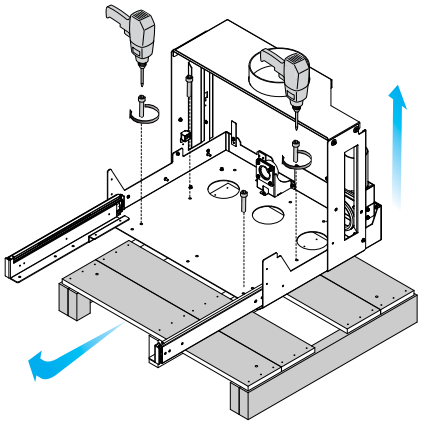

fig. 6.1.7
7) Retirer les vis de fixation de la palette de la base et retirer la palette (Fig. 6.1.7).